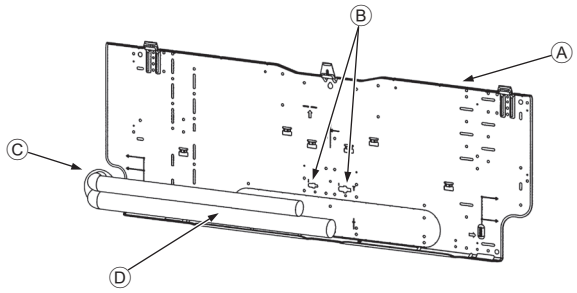

Fig. 3-5
3.3. Ved indbygning af rør i muren (Fig. 3-5)
- Ⓐ Monteringsplade ①